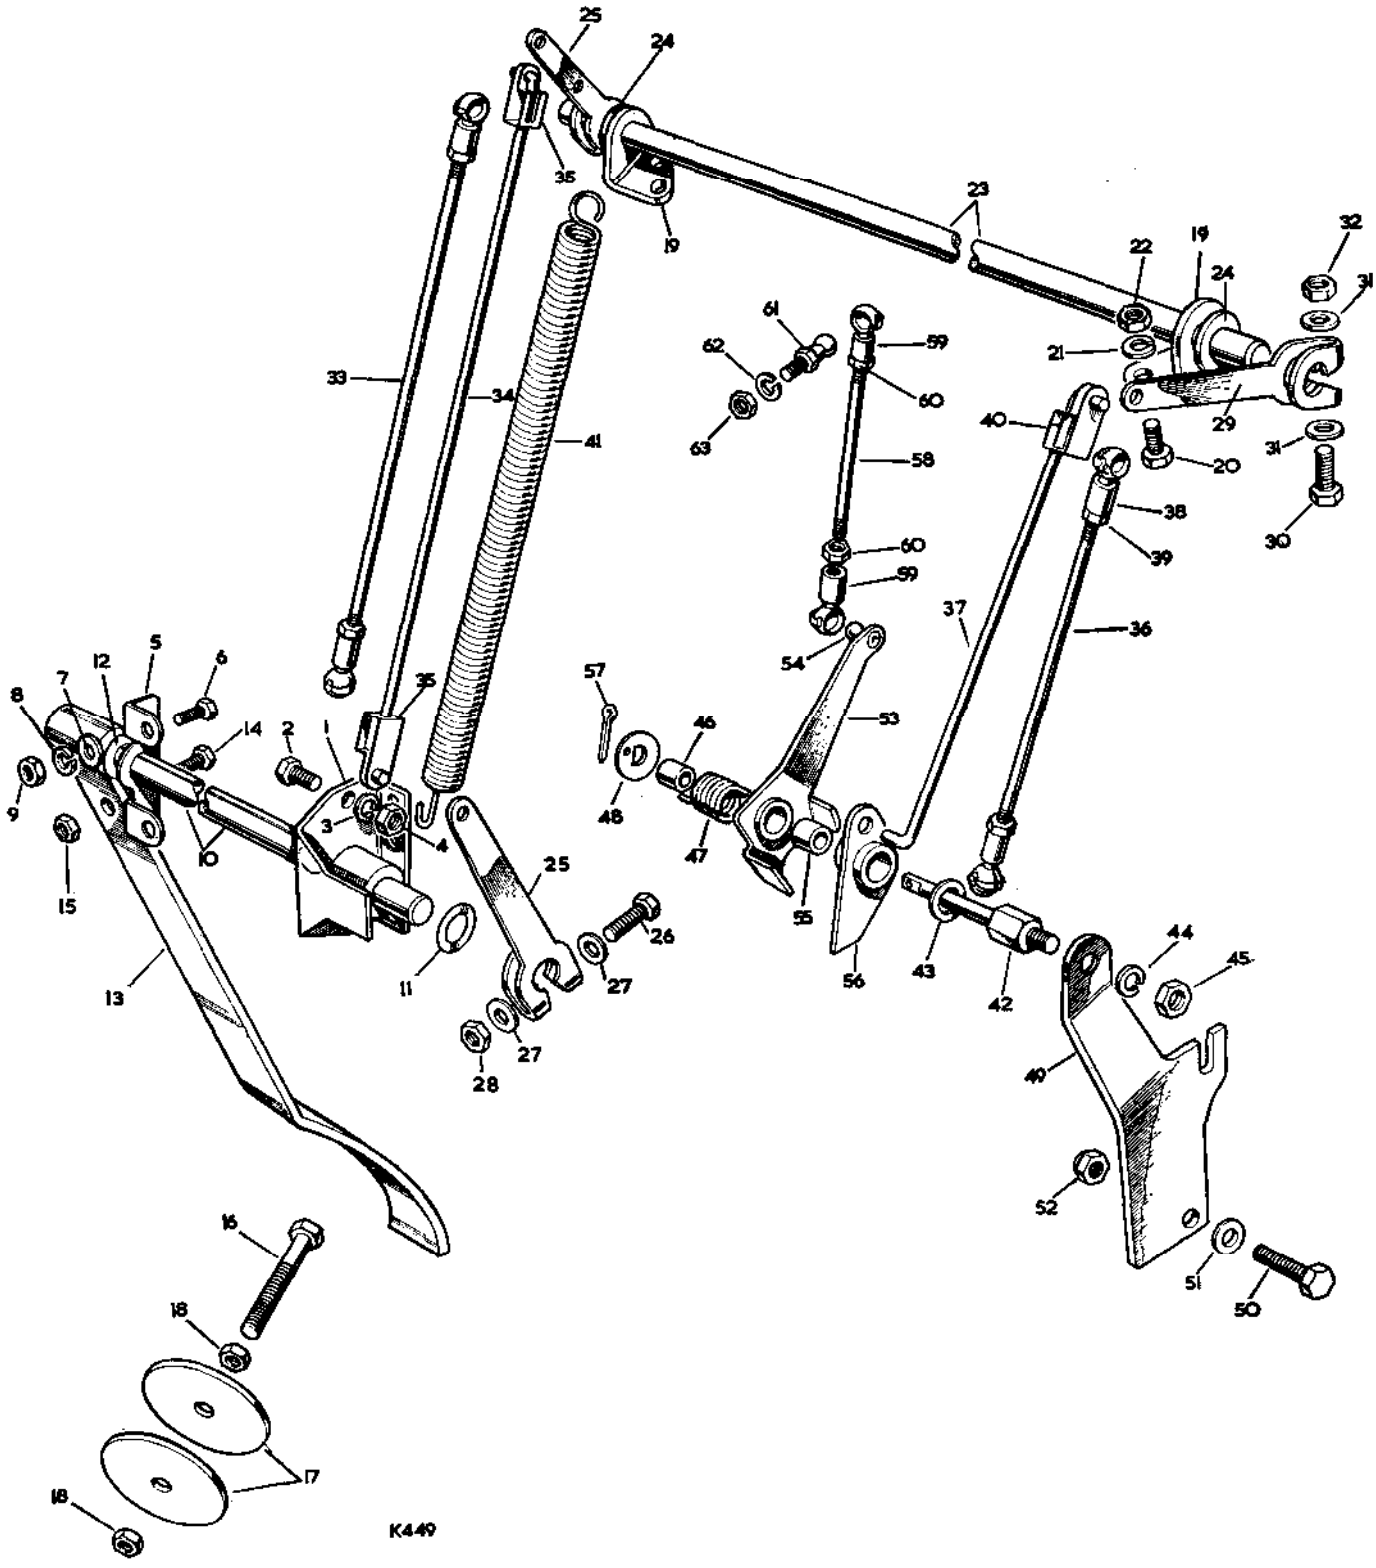

**Fig. P1-9 Accelerator controls, 2½ litre Petrol models**
**To remove** (see Figs. P1-9, P1-10, P1-11 and P1-12)